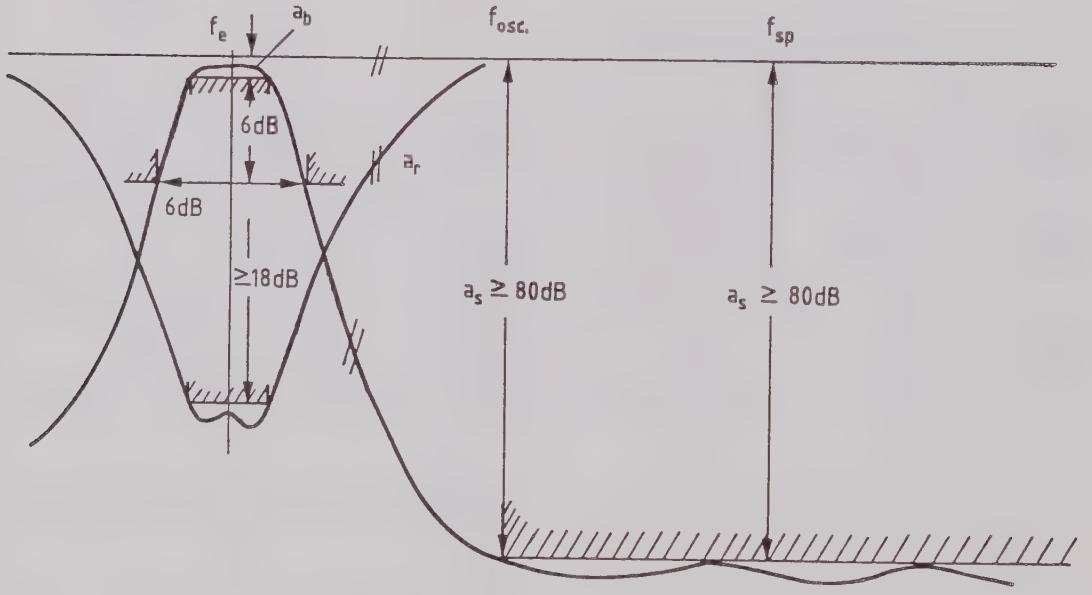

Fig. 6 Insertion and return loss of lowpass filters and tunable filters
- Set the diode tuning voltage V_D required for the lower frequency f_1 and the upper frequency f_u and use the trimmers listed in the following table for critical to slightly overcritical adjustment of the filter in the passband (Fig. 6).